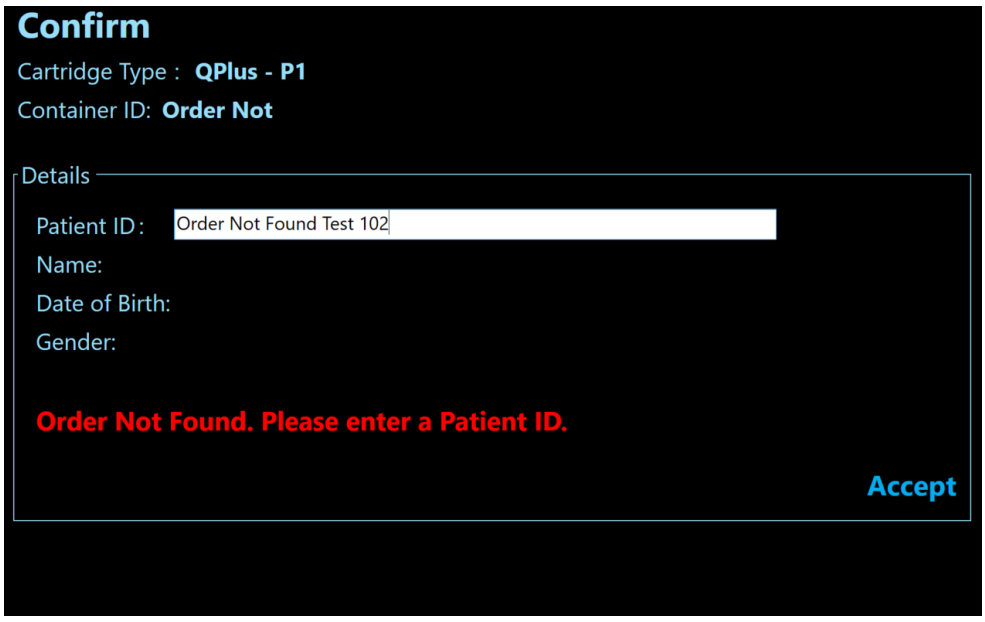

Figure 22. Order Not Found Screen
4. If the scanned or typed Container ID doesn’t match the LIS system, the following screen displays. (Figure 22). Add the correct Patient ID and press “Accept”.